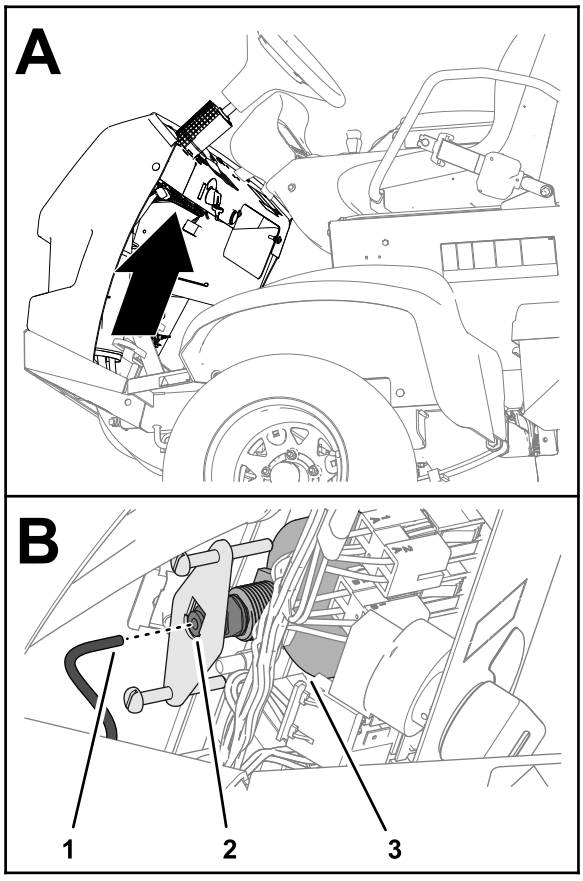

Bild 124
5. Entfernen Sie das Rohr von der Rückseite des Manometers und legen Sie das Ende des Rohres in einen Behälter (Bild 124).